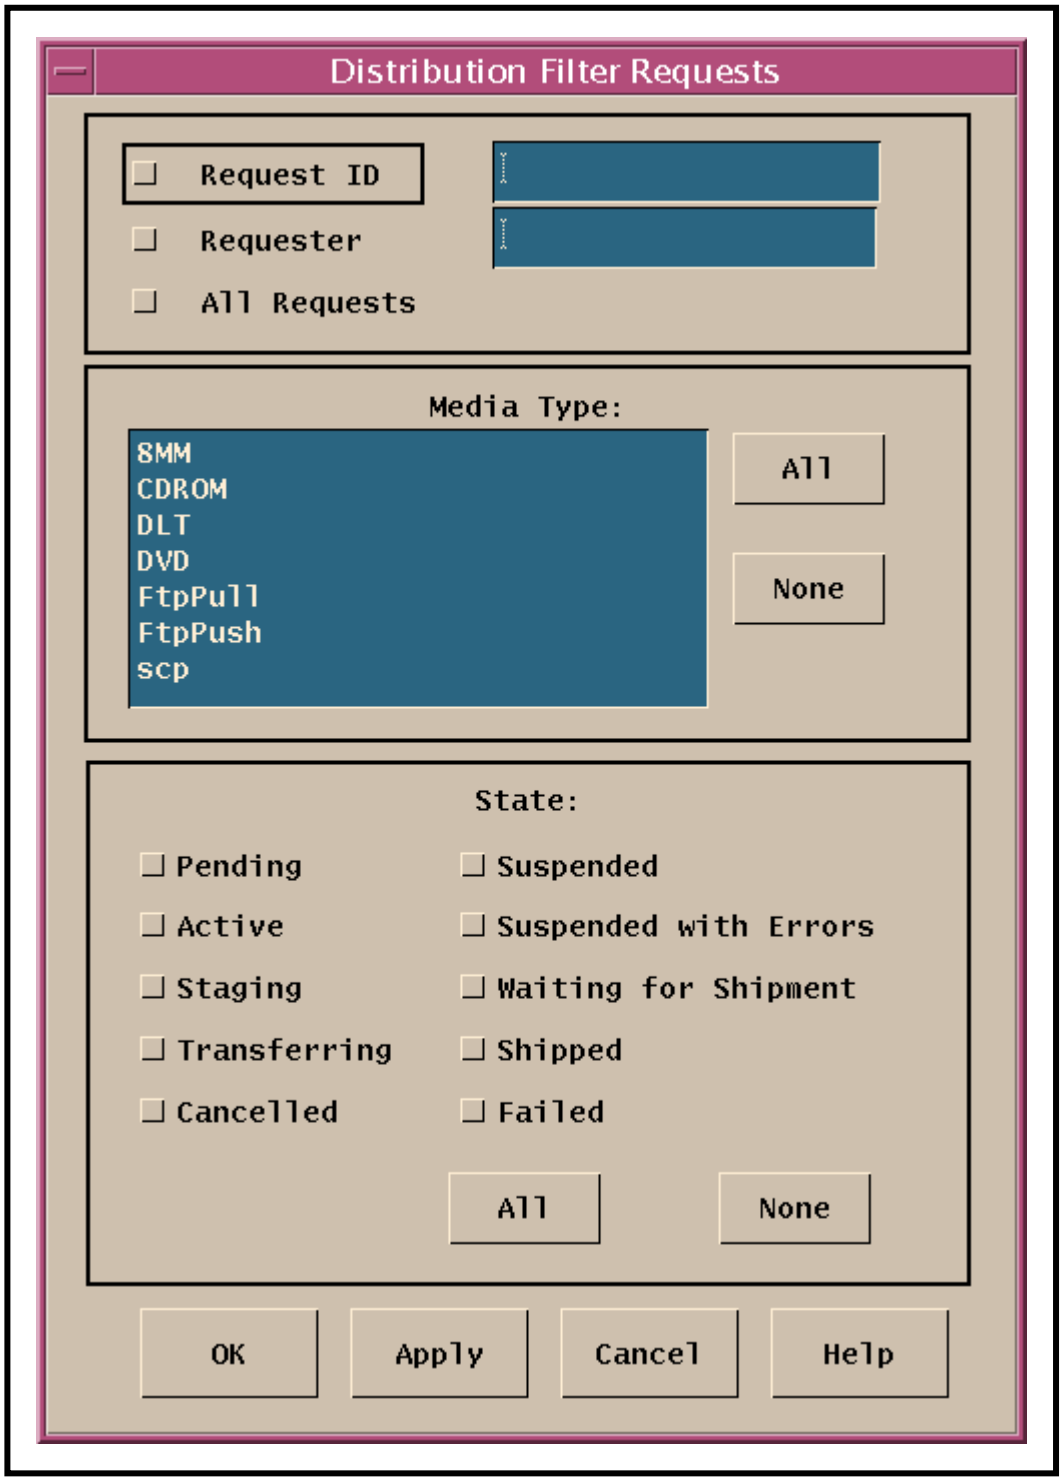

Figure 9. Distribution Filter Requests Dialogue Box
- The **Distribution Filter Requests** dialogue box (Figure 9) is displayed.